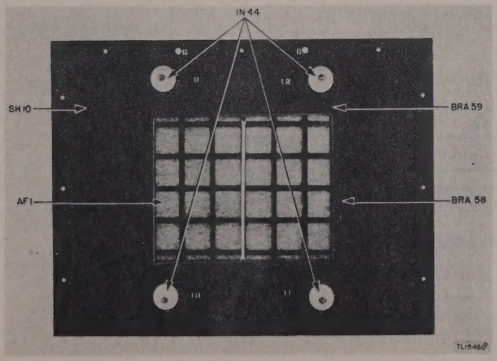

Figure 12. Radio Transmitter BC-446-J, top view, showing output feed-through studs and air filter.
a. Detailed instructions for the location and external wiring to the transmitter are contained in the instructions accompanying the antenna system and housing which are to be used. Locate exactly as specified so that the r-f bus-bar forms up properly. Top view of the radio transmitter is shown in figure 12. Figure 13, system interconnection diagram, shows the antenna, power, and remote control line connections.